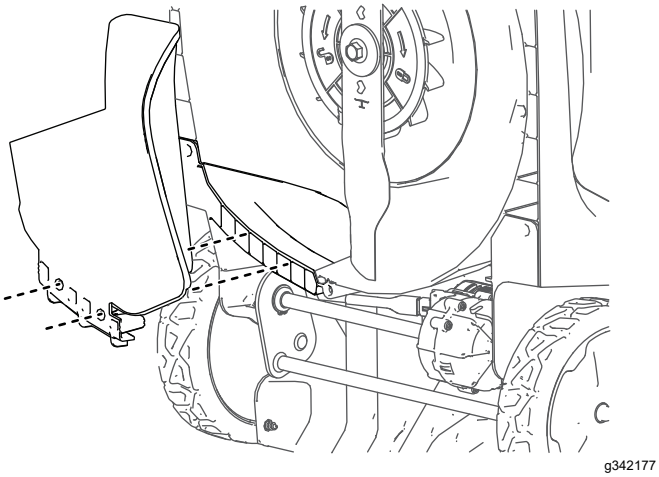

Figuur 13
4. Lijn de mulchplug uit en duw op de onderkant van de plug tot deze op zijn plaats klikt op de 2 borgpennen zoals getoond in Figuur 13.